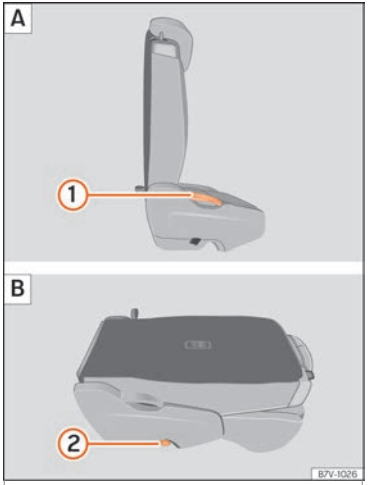

Fig. 166 Second seat row: folding the rear seat A, rear seat as load space B.
- Pull lever ››› Fig. 166 ① back and fold the seat backrest forwards. The complete rear seat folds forward ››› ⚠.
- Fold the seat backrest forwards until it locks into the load surface position ››› Fig. 166 **B**.
- Pull lever ››› Fig. 166 ① upwards and place the seat backrests in vertical position. The entire seat folds backwards.